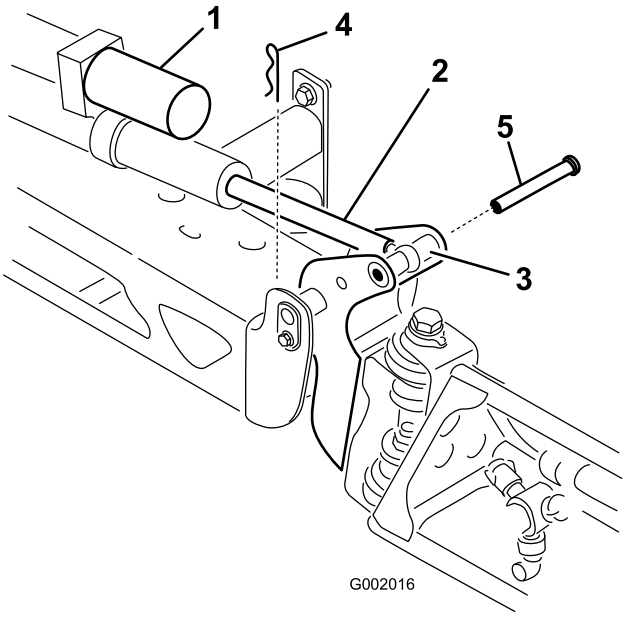

Figure 34
2. Remove the cotter pin from the pivot pin (Figure 34).
3. Lift up on the boom and remove the pin (Figure 34). Slowly lower the boom to the hardstop.
6. Lift up on the boom to align the pivot with the actuator rod. While holding the boom, insert the pin through both boom pivot and actuator rod (Figure 34).